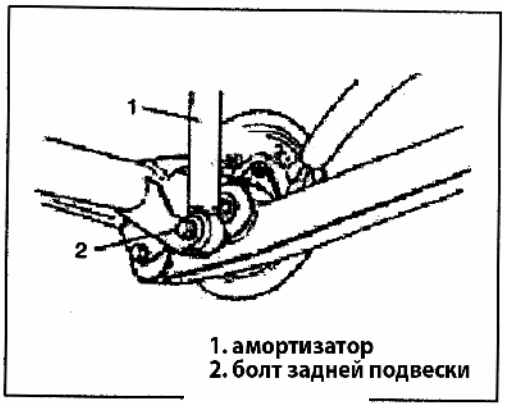

Рис. 565
3) Снимите нижний болт крепления амортизатора (Рис.565).